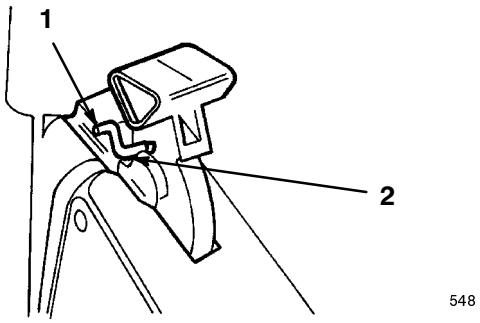

**Figure 37**
7. Pull the handle rearward until the handle latch locks into the notch in the bag door latch (Fig. 37).
**Note:** In Figure 37, the brush guard is not shown for the purpose of clarity.